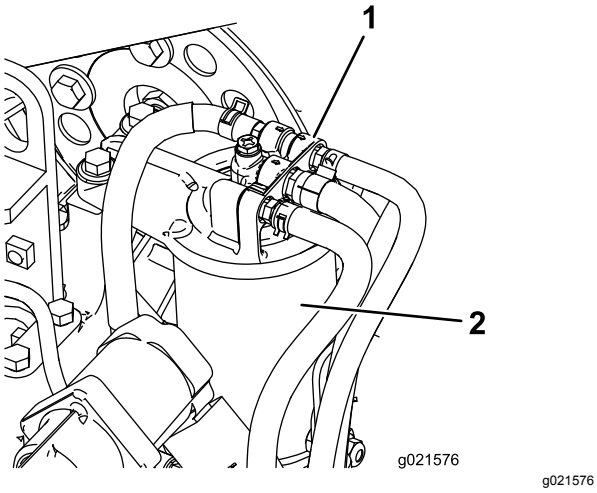

Figur 89
1. Rengjør området rundt motordrivstoff-filteret (Figur 89).
2. Fjern filteret og rengjør hodemonteringsoverflaten (Figur 89).